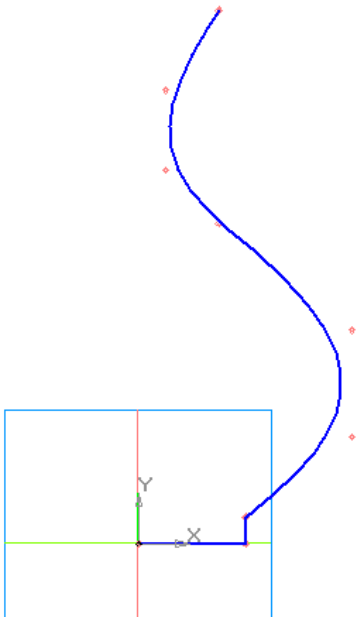

Рис. 9.11. Эскиз: образующая линия модели вазы.
4) создайте объект. NURBS-кривая примет следующий вид – рис. 9.11.